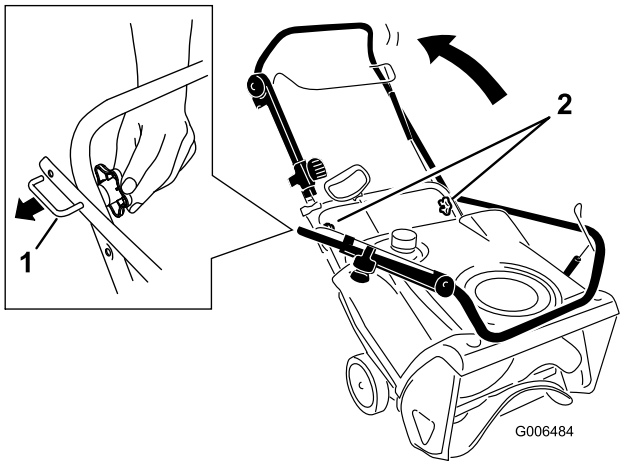

图4
1. 拧松手柄旋钮，拉出“U”型手柄锁，直至能够轻松移动手柄，然后将手柄旋转至操作位置（图4）。